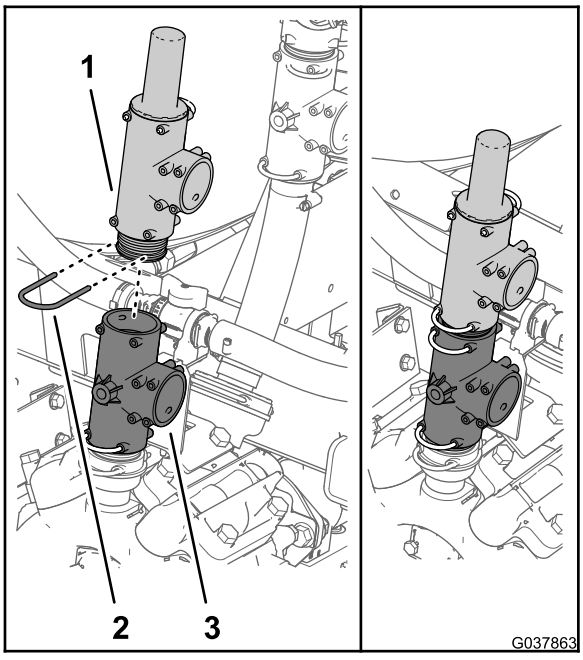

Figura 67
5. Monte el acoplamiento en T con la válvula de alivio de presión en el acoplamiento en T de la parte superior de la bomba de fumigación con la horquilla de retención que retiró en el paso 3, según se muestra en Figura 67.